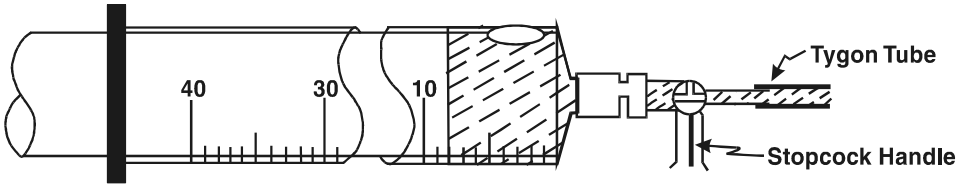

Figure 27.—Sample Syringe (Filling).
- Slowly turn the syringe stopcock handle so that the handle points to the flushing port (figure 27). This closes the flushing and allows oil to flow into the sample syringe. Do not pull the syringe handle; this will create a vacuum and allow bubbles to form. The syringe handle (piston) should back out very slowly. If it moves too fast, adjust the small ⅛-inch valve until the syringe slows, and hold your hand on the back of the piston so you can control the travel.